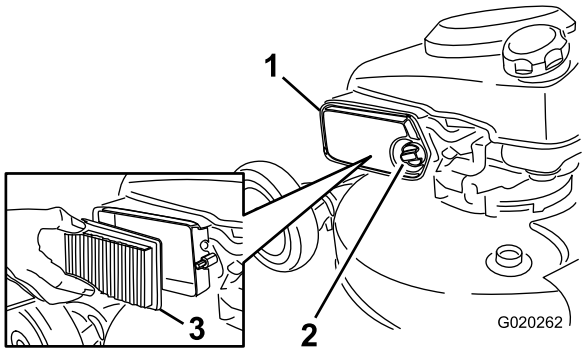

Figuur 36
1. Draai de knop los en open het deksel (Figuur 36).
2. Vervang het filterelement (Figuur 36).